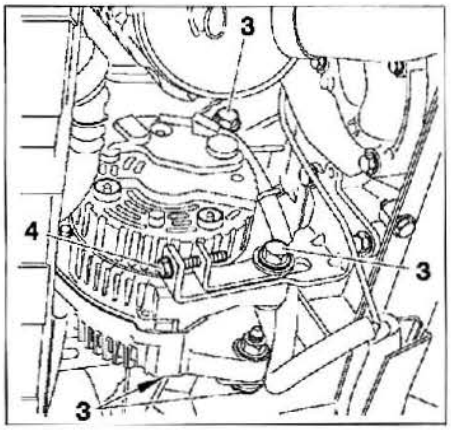

FIG.11
- Aflojar los 4 tornillos (3) **(fig. 11)**.
- Destensar la correa de arrastre de los accesorios actuando sobre el tornillo (4).
- Desmontar los 4 tornillos (3).